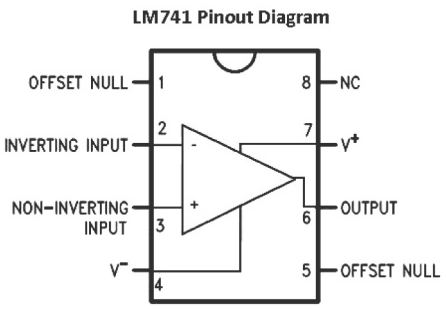
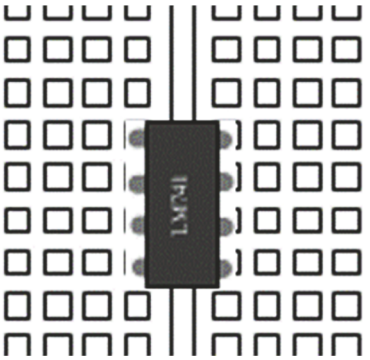
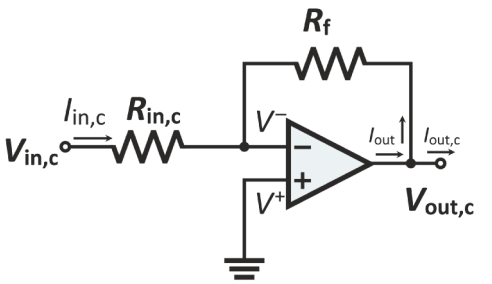

**FIGURE 7.58** (Step 25) Pinout of 741 op-amp DIP package.
**FIGURE 7.59** (Step 25) ICs are inserted so they straddle rows of five tie points.
**FIGURE 7.61** (Step 25) Schematic diagram of your op-amp amplifier with component values.
**25. Building op-amp inverting amplifier.** Now you will experiment with an op-amp-based inverting amplifier, as discussed in the chapter. The pinout diagram of the 741 op-amp is shown in Fig. 7.58. This op-amp is commonly made in a **dual inline package (DIP)**. Pin 1 is shown relative to the only notch on the surface of the op-amp package. Insert it into the breadboard straddling two sets of rows, as shown in Figs. 7.59 and 7.60. Using that pinout, build the simple op-amp circuit shown in Fig. 7.61. Be sure to measure and record the values of the resistances. You will repeat several of the experiments you did with the BJT amplifier. Therefore, many fewer details are provided in the following steps.
Draw Fig. 7.61 in your notebook and label all the pins before you start. Use $R_{in}$ = 680 Ω and $R_f$ = 5.6 kΩ. Use +5 $V_{DC}$ and −5 $V_{DC}$ for your supply voltages and an input frequency of 1 kHz. Connect the two supplies together in series to get a bipolar supply voltage, attaching ground in the center as you have done in previous labs. For convenience, a review is found at the end of this lab section. Connect the common (ground) to pin 3 of the op-amp, which is the non-inverting input.